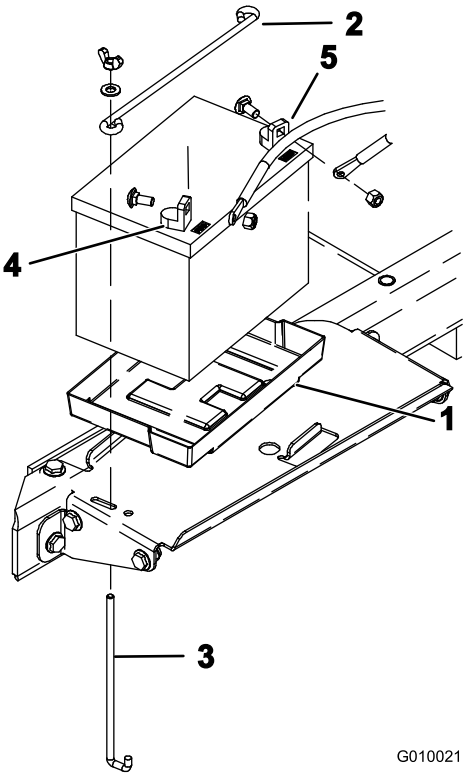

**Figur 6**
8. Sæt batteriet ind i bakken i batterirummet (Figur 6). Placer batteriet således, at batteripolerne vender udad.
9. Fastgør batteriet til rummets bund med en batteristang, 2 holdestænger, 2 flade skiver og 2 vingemøtrikker (Figur 6).
10. Fastgør først pluskablet (rødt) på batteriets pluspol (+) med en bræddebolt og møtrik (Figur 6), og
dernæst minuskablet (sort) på batteriets minuspol (–) med en bræddebolt og møtrik (Figur 6). Skyd gummikappen ind over pluspolen for at forhindre eventuel kortslutning.